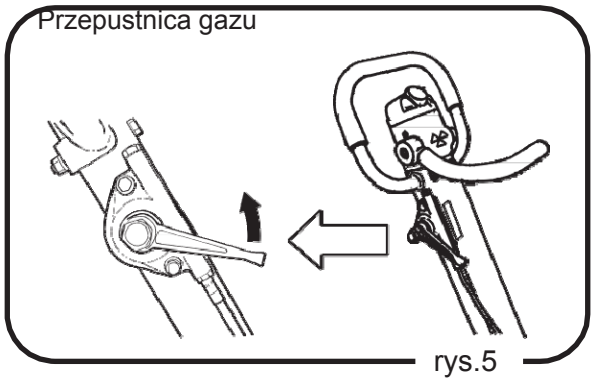

rys.5
3. Lekko przestaw dźwigienkę przepustnicy gazu do góry. (rys. 5)